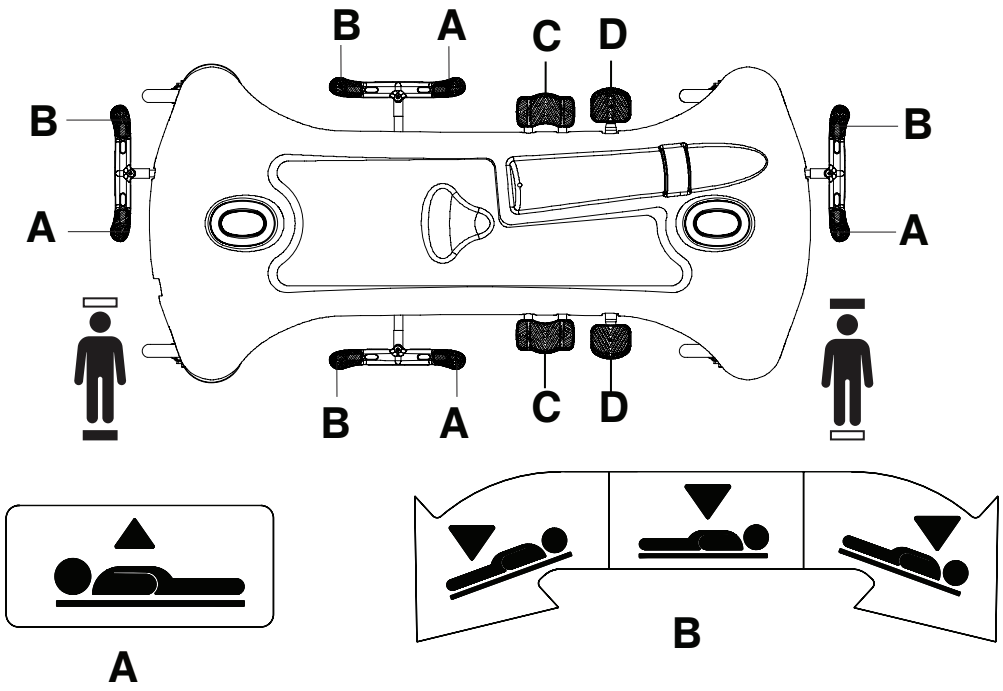

Figura 3 – Elevar ou baixar a estrutura da cama
Para elevar a estrutura da cama, carregue no pedal de bombeamento (D) até chegar à altura pretendida (Figura 3).
Para posicionar o produto na posição de Trendelenburg (cabeça para baixo), eleve a estrutura da cama até à posição mais alta (Figura 3).
Para posicionar o produto na posição anti-Trendelenburg (pés para baixo), eleve a estrutura da cama até à posição mais alta (Figura 3)